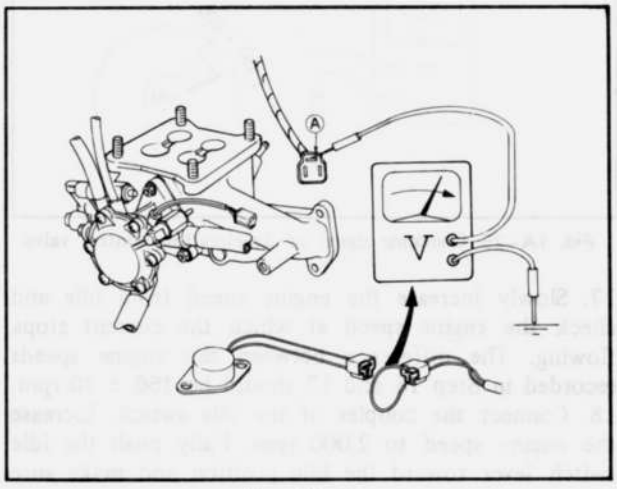

Fig. 1A–29
4. Disconnect the heat hazard sensor coupler and connect a jumper wire to both terminals in the coupler (from control unit) as shown in Fig. 1A–29.